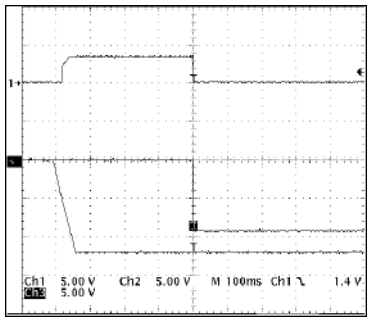

Fig. 6（図6）
- Monitor the waveform of the IC7-pin180 (the main CPU), CN6-pin2 (the connector) and CN7-pin2 (the connector). (see Fig.6)
・IC7-Pin180（MainCPU）、CN6-Pin2（コネクタ）、CN7-Pin2（コネクタ）の波形を観測します。（図6）